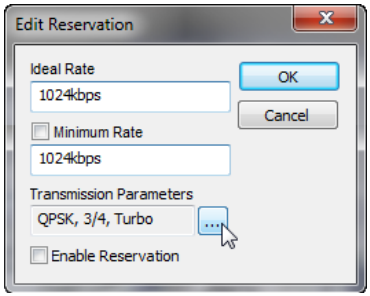

Figure 3-75 Edit Reservation dialog
2. Click to highlight the satellite table entry, then click on the **Modify** button to open the Edit Reservation dialog (figure 3-75).